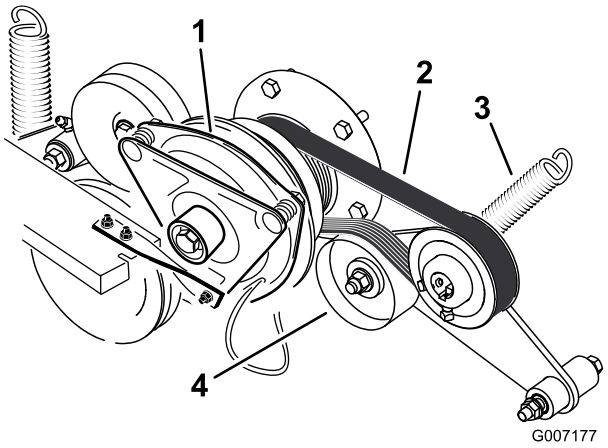

Rysunek 74
3. Zdejmij sprężynę z ramienia koła pasowego luźnego (Rysunek 74).
4. Załóż nowy pasek wokół silnika i koła pasowego pompy wodnej (Rysunek 74).
6. Załóż sprężynę na ramię koła pasowego luźnego (Rysunek 74).